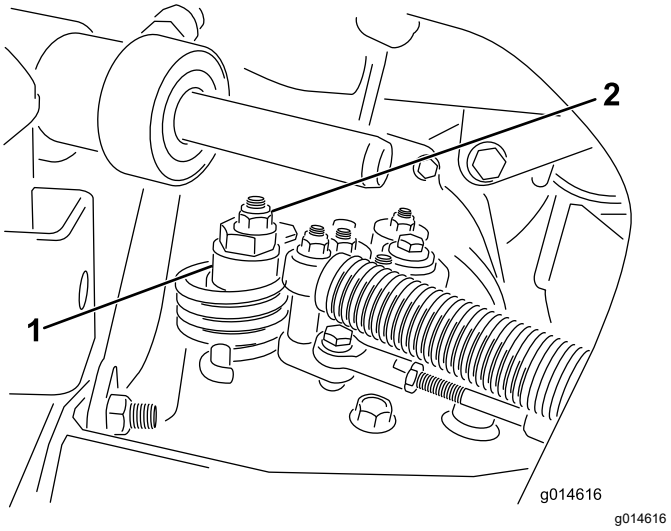

Figur 42
A. Løsn møtrikken, der fastgør den excentriske bolt til den øverste del af hydrostaten (Figur 42).
C. Drej den excentriske bolt, indtil der ikke forekommer krybning i nogen retning. Når hjulet holder op med at dreje, skal den møtrik, der låser den excentriske bolt og justeringen, tilspændes (Figur 42). Kontroller indstillingen med gashåndtaget i positionen LANGSOM og HURTIG.